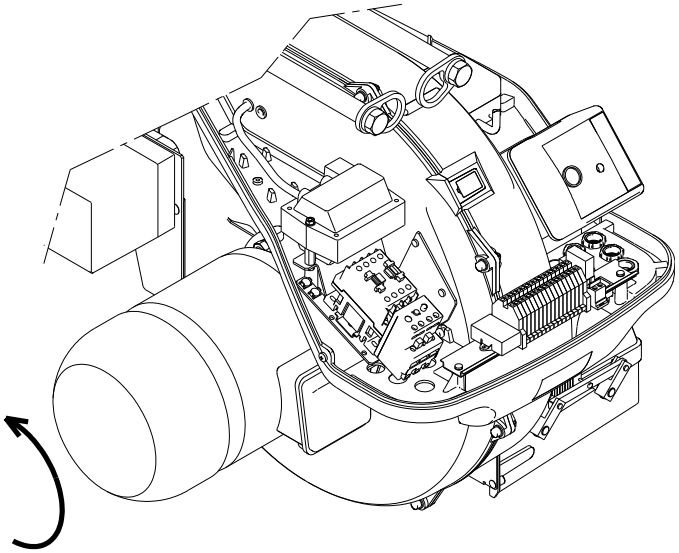

рис. 29
– проверьте направление вращения двигателя вентилятора, как показано на рис. 29.